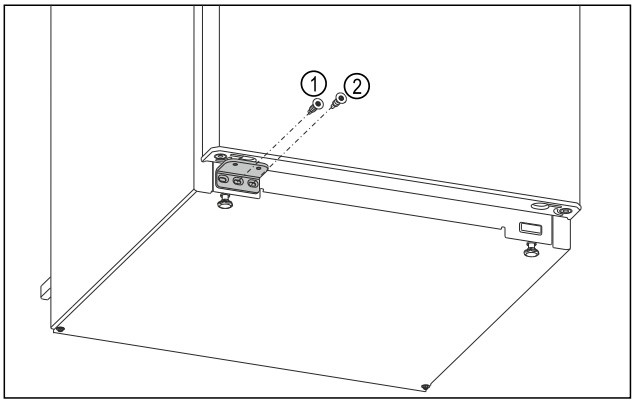

*Fig. 17*
▶ Înșurubați ferm șurubul din mijloc al suportului de lagăr *Fig. 17 (1)* cu șurubelnița Torx 20.
▶ Înșurubați ferm șurubul din interior al suportului de lagăr *Fig. 17 (2)* cu șurubelnița Torx 20.